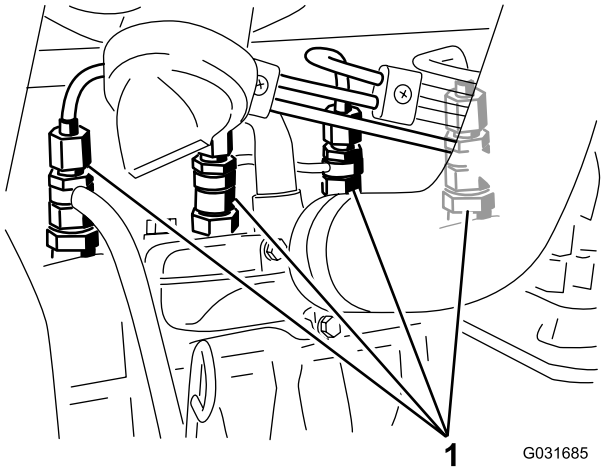

Figur 44
1. Lossa röranslutningen till munstycke nr 1 och hållaren (Figur 44).